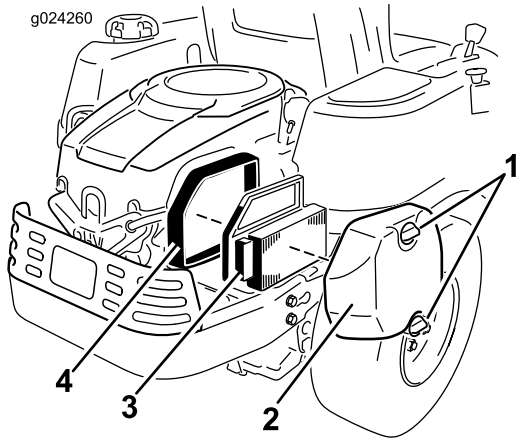

Figuur 34
1. Verwijder het luchtfilterdeksel (Figuur 34).
2. Verwijder het luchtfilterelement met de ingebouwde rubberen afdichting (Figuur 34).
5. Monteer het luchtfilterelement met de geplooide kant naar buiten en plaats de rubberen afdichting op de randen van de bodem van het luchtfilter (Figuur 34).
6. Plaats het luchtfilterdeksel terug en zet het vast met de twee knoppen (Figuur 34).